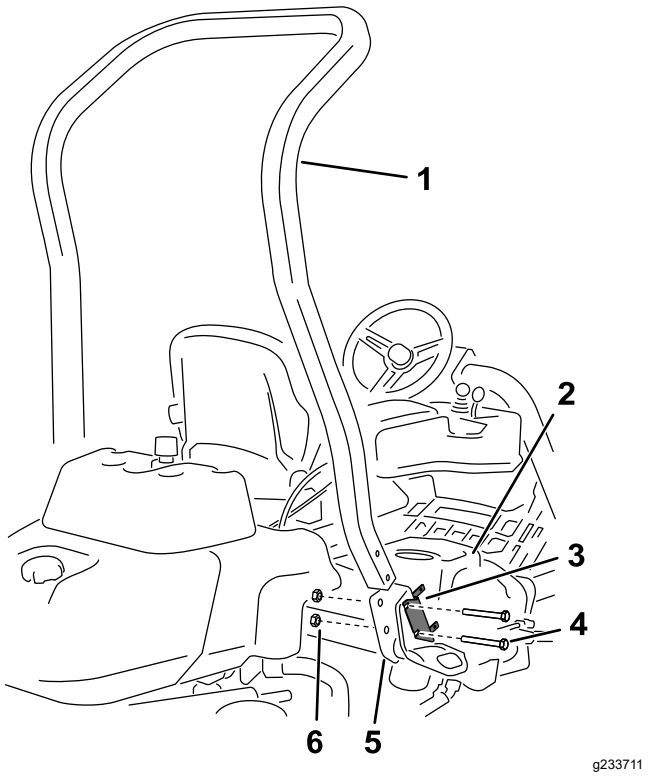

**Figura 3**
4. Rimuovete i 2 bulloni che fissano la staffa del portafusibili alla staffa del ROPS, come illustrato nella Figura 3.